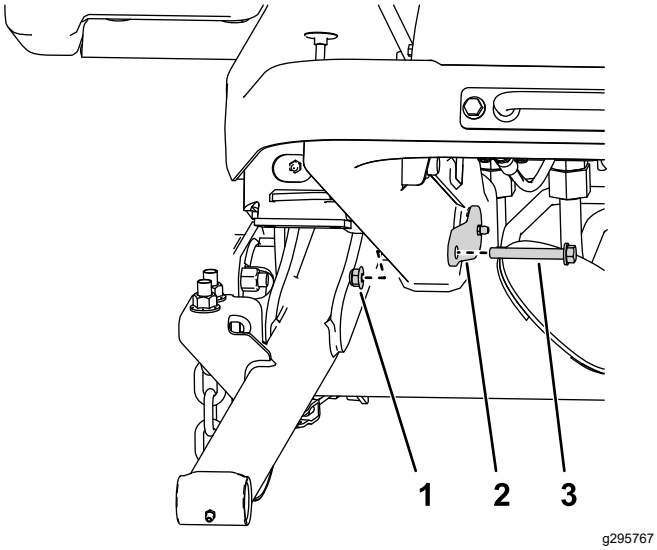

**Figuur 7**
4. Gebruik 2 moeren (⅜") en 2 bouten (⅜" x 2¾") om de grote pennen aan het frame te bevestigen (Figuur 7).